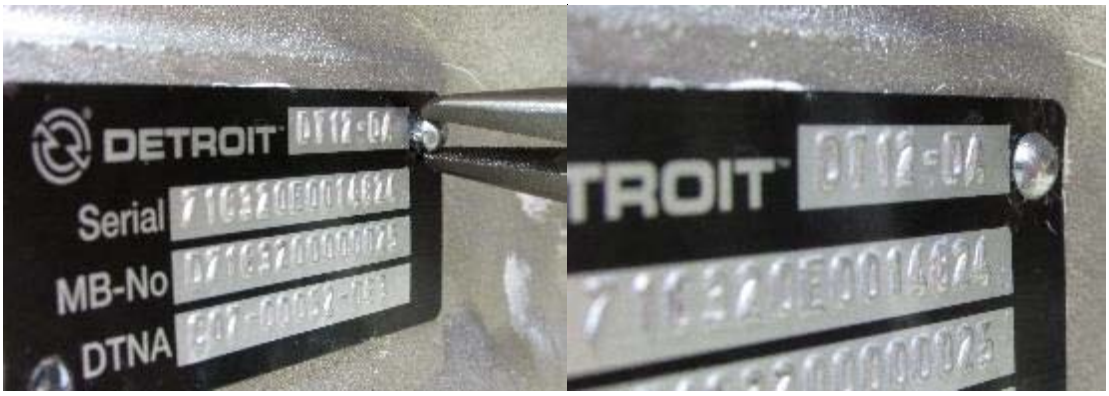

Figure 15 – Identification Tag Installation
35. Install the Identification Tag on the new range housing by applying some RTV sealant to the back, and hammering the U-Drive rivets, included with the remanufactured range housing, into position. See Figure 15.